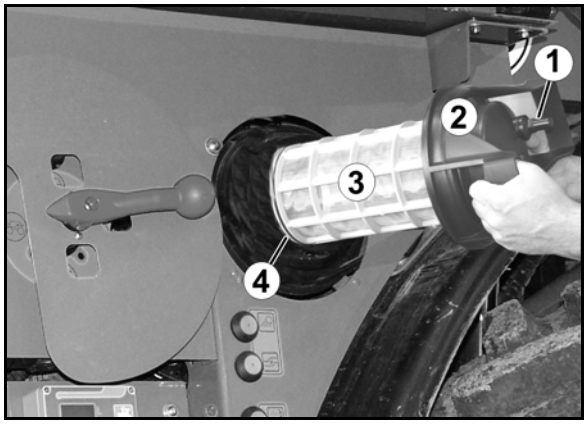

Rys. 125
Filtr ssący czyścić (Rys. 125) codziennie po wyczyszczeniu opryskiwacza.
1. Odkręcić pokrywę filtra ssącego (Rys. 125/2).
2. Zdjąć pokrywę z filtrem ssącym (Rys. 125/3) i wyczyścić wodą.
7. Zluzować pokrywę filtru ssącego (Rys. 125/2).
8. Uruchomić zawór odciążający na filtrze ssącym (Rys. 125/1).
9. Zdjąć pokrywę wraz z filtrem ssącym (Rys. 125/3) i oczyścić wodą.
- Nasmarować O-ring na dole przy filtrze ssącym (Rys. 125/4).